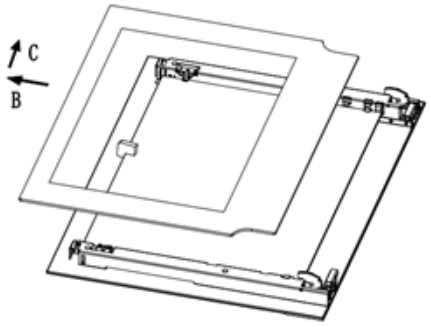

Рис. 4
- Аккуратно извлеките внутреннее стекло (рис. 4).